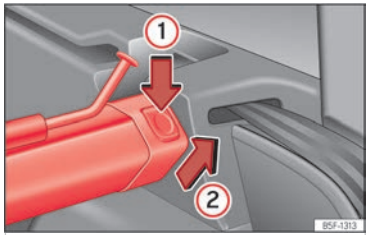

Fig. 200 En el maletero: desmontar la red de separación.
- Presione la tecla de desbloqueo izquierda o derecha ››› fig. 200 en el sentido de la flecha ①.
- Extraiga la carcasa del soporte en el sentido de la flecha ››› fig. 200 ②.
- Presione la carcasa en los soportes izquierdo y derecho en el sentido contrario al de la flecha ››› fig. 200 ② hasta que encastre. Las marcas rojas de las teclas de desbloqueo no deberán verse más.